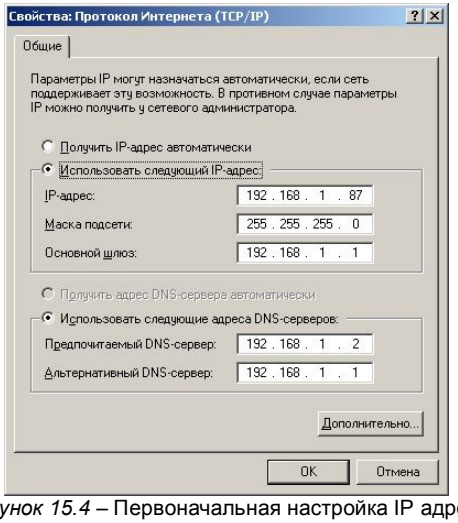

Рисунок 15.4 – Первоначальная настройка IP адреса
11. Откроется окно (рисунок 15.4)